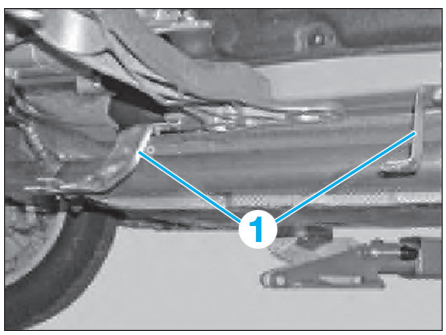

Fig. 2
- les attaches (1) **(Fig.2)**,